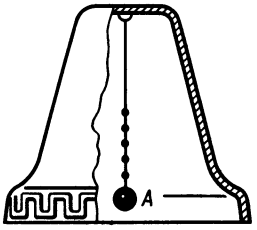

Рис. 228
96. В какой точке стенки колокола (рис. 228) ударит язык *A*, если его качнуть в плоскости, перпендикулярной нашему листу бумаги?